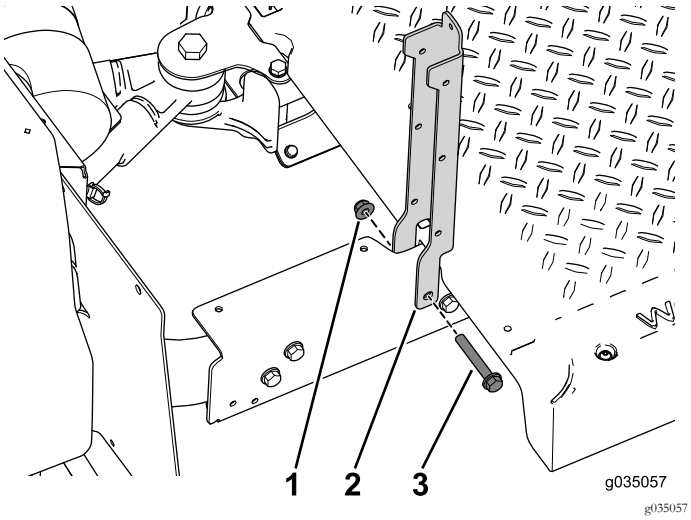

Figuur 38
2. Gebruik de 2 bouten (3/8 x 2-1/2 inch) en flensmoeren om de stoelsteunen aan het achterste gedeelte van de machine te bevestigen (Figuur 38).